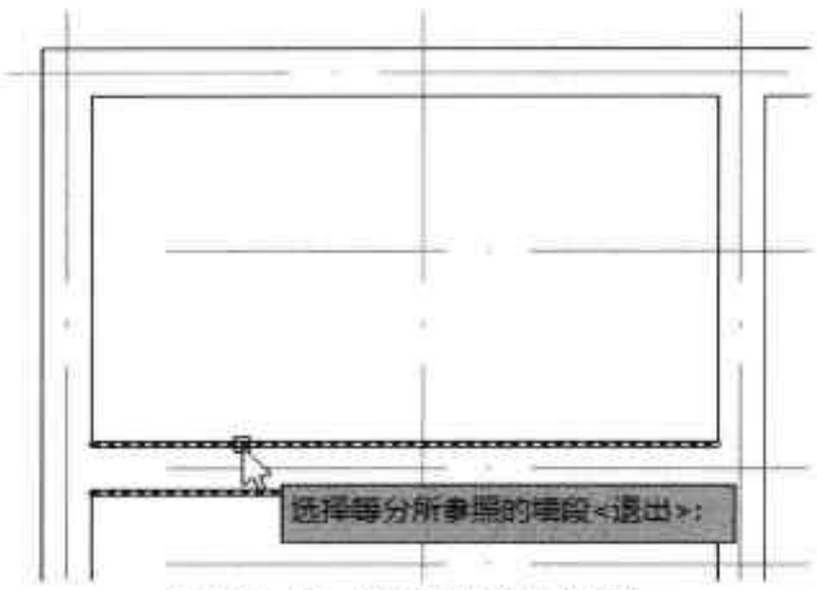

图16-53 选择等分墙体段
Step 01 执行“墙体 > 等分加墙”命令，根据命令行中的提示，选中所要等分的墙体段，如图 16-53 所示。